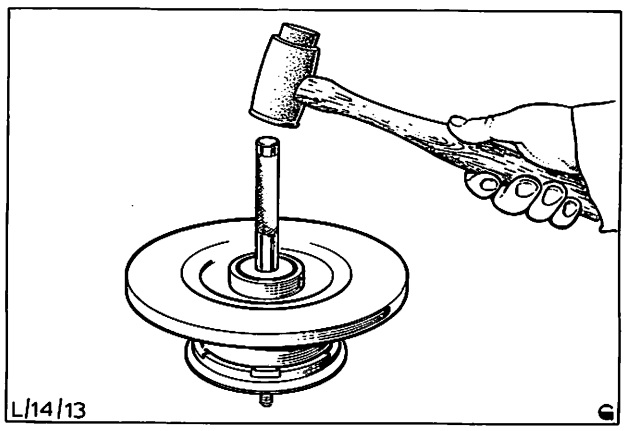

Abb. 67 Neuen Dichtring eintreiben
4. Beide Lagerlaufringe mit Werkzeug 14-009 eintreiben, Abb. 67.
6. Inneren Laufring anbringen. Neuen Dichtring zwischen den Dichtlippen mit Lithiumfett leicht schmieren und mit zum Lager gerichteter Dichtlippe eintreiben, Abb. 67. Werkzeug 14-009 vor dem Eintreiben des Dichtrings umdrehen.